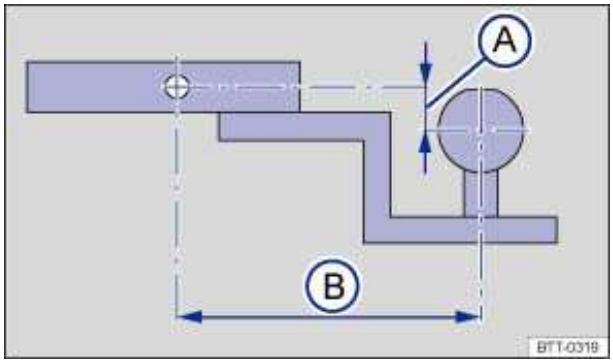

Fig. 107 Dimensions of the ball mount support.
The receiver used requires both a ball mount and a ball that meet special requirements regarding geometry and size. This applies to both the height of the ball above the surface where it attaches ⇒fig. 107 (A), and the pin-to-ball distance (B).